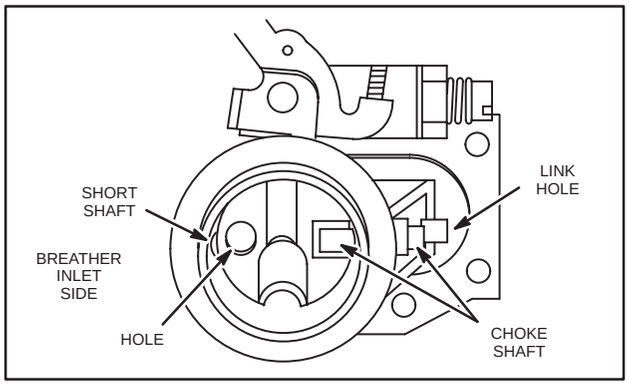

Fig. 239 – ASSEMBLING AUTOMATIC CHOKE
2. Insert choke shaft into choke shaft bore with automatic choke link hole positioned as shown in Fig. 239.